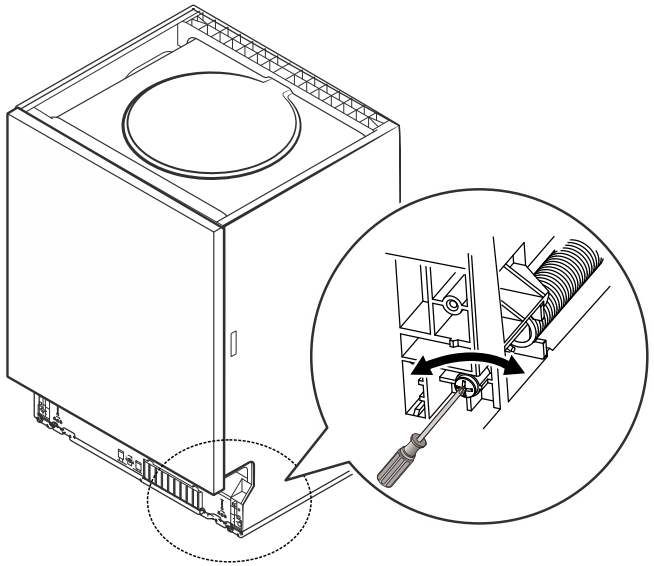

Rys. 15
- Zmianę siły sprężyny drzwiczek można ustawić za pomocą śrub w dolnej przedniej części zmywarki (Rys. 15).
3. Ustaw siłę sprężyn drzwiczek (lewa i prawa) za pomocą śrub w dolnej przedniej części zmywarki (Rys. 15). W kierunku ruchu wskazówek zegara zwiększasz siłę sprężyn. W kierunku odwrotnym do ruchu wskazówek zegara siłę sprężyn zmniejszasz.